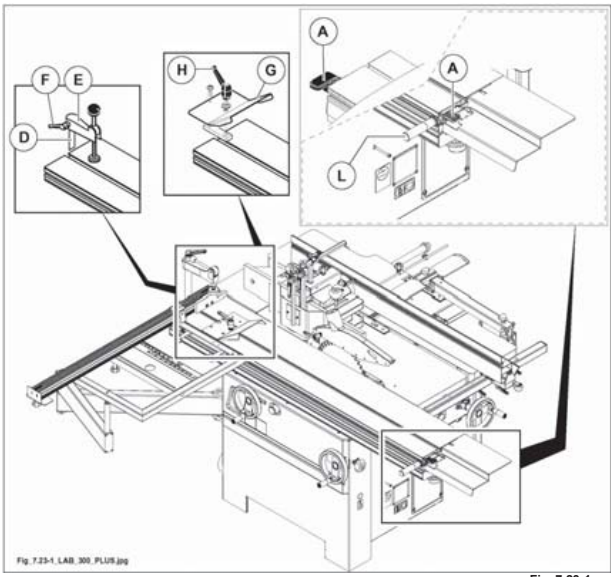

Fig. 7.23-1
Il bloccaggio e sbloccaggio dello scorrimento del vagone viene comandato dalla leva (A fig. 7.23-1):
- la leva (A fig. 7.23-1), serve per bloccare il carro vagone nella posizione di riposo (vagone chiuso), e nella posizione di caricamento pezzo da lavorare (vagone traslato a fine corsa a destra).
- inserire il lardone della colonna (D fig. 7.23-1) nella scanalatura del vagone, inserire sulla colonna il braccio (E fig. 7.23-1) e fermarlo in posizione serrando la maniglia (F fig. 7.23-1).
- Montare la battuta a tegola (G fig. 7.23-1) inserendo il lardone nella scanalatura del vagone, serrare la maniglia (H fig. 7.23-1).
- Montare la maniglia (L fig. 7.23-1, posta nel pacco accessori) sul vagone, nella posizione desiderata e fissarla avvitandola.
La conformazione del dispositivo (G fig. 7.23-1) consente di effettuare battute di precisione anche di pezzi aventi una superficie di battuta non regolare.
per muovere il vagone utilizzare SEMPRE la maniglia (L fig. 7.23-1).
movimentare il vagone esclusivamente con la maniglia (L fig. 7.23-1), onde evitare il possibile schiacciamento delle mani con le parti fisse.